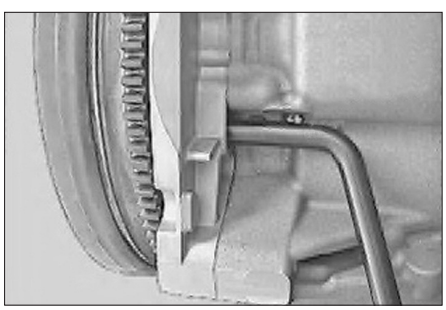

Fig. 4
• Tourner le moteur au PMH du premier cylindre, puis piger le vilebrequin **(Fig.4)**.